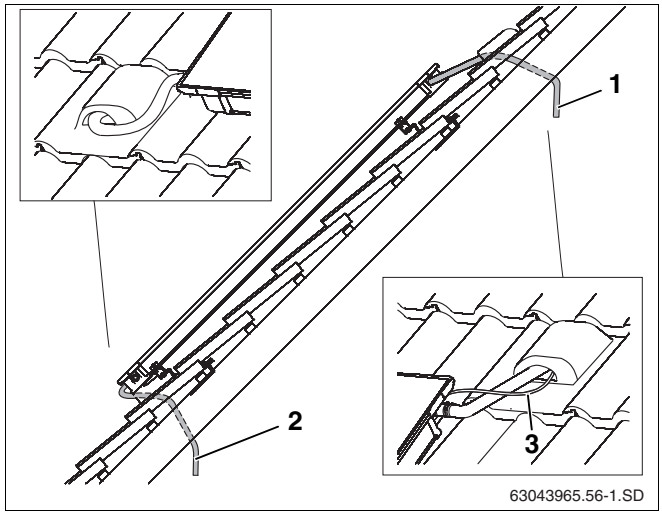

Rys. 52 Poprowadzenie przewodów przyłączeniowych pod dachem
- Wąż instalacji solarnej razem z kablem czujnika przeprowadzić przez wywietrznik dachowy (rys. 52, **poz. 1**) oraz przez izolację dachu.